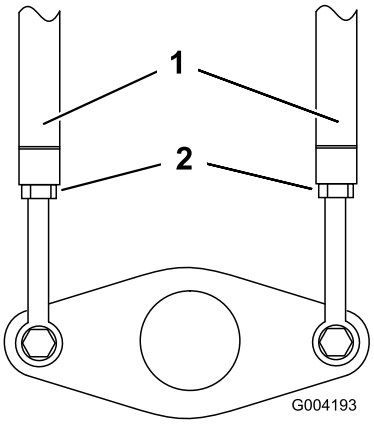

**Figur 53**
3. Lossa kontramuttrarna på drivstängerna, under reglagepanelen (Figur 53).